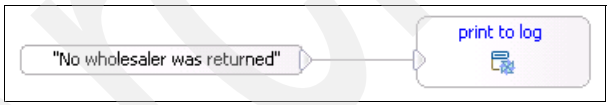

Figure 12-20 The Log Error Condition snippet
15. Click the **Log Error Condition** snippet and implement the visual snippet shown in Figure 12-20.